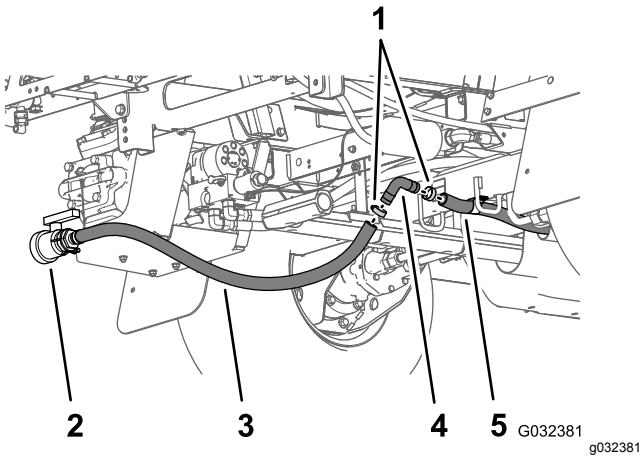

Figur 55
8. För in 90-graderskopplingen med hulling som du tog bort i steg 3 i tömningsventilslangen och den bakre tanktömningsslangen (Figur 55).
9. Fäst 90-graderskopplingen med hulling och tömningsslangarna med de två slangklämmor som du tog bort i steg 2 (Figur 55).